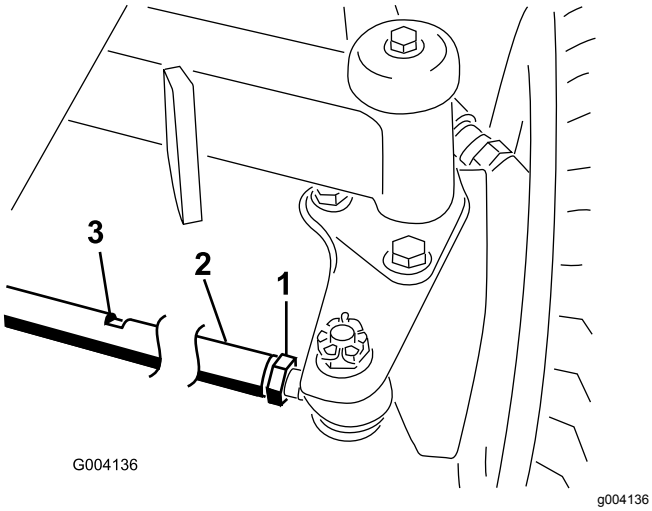

Figur 63
2. Løsne låsemutteren på begge ender av parallellstaget (Figur 63).